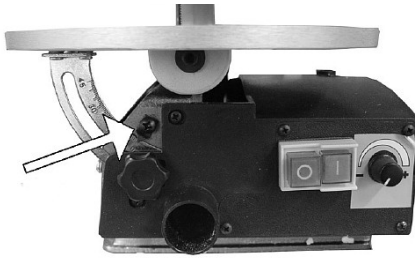

Fig. 16 : Réglage de l'échelle graduée
2. Desserrez la vis de blocage (figure 16) qui sert à fixer l'échelle graduée. Mettez l'indicateur sur le repère 0° et resserrez la vis.